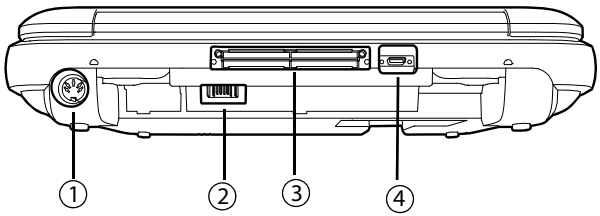

Figur 2-2 Bagsiden af SonoSite Edge II-ultralydssystemet
Systemets bagside er vist i Figur 2-2
1. Slut jævnstrømskablet fra strømforsyningen til konnektoren på systemet. Se Figur 2-2.